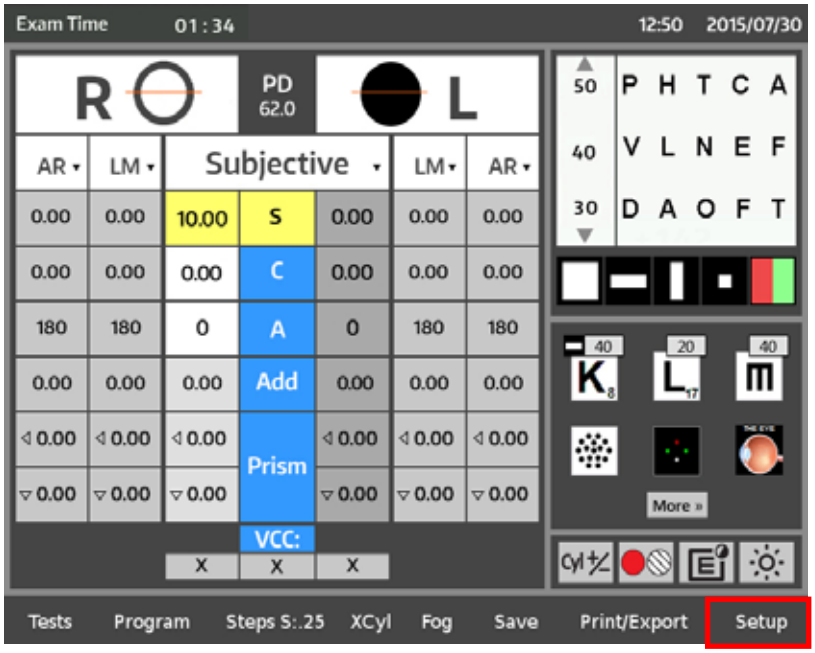

Figure IS-32 Configuration
1. Appuyer sur **SETUP** dans le coin en bas à droite de l'écran pour accéder à l'écran Configuration. Se reporter à la Figure IS-32.